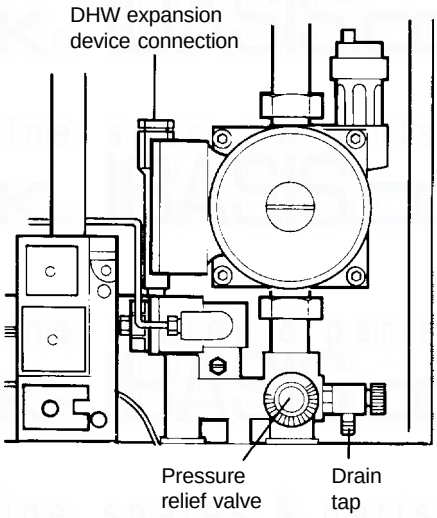

Fig. 35
8.33 PRESSURE RELIEF VALVE OR DHW INLET MANIFOLD - Fig. 35
8.34 DRAIN TAP - Fig. 35
8.42 DHW EXPANSION DEVICE (if fitted) - Refer to Fig. 35